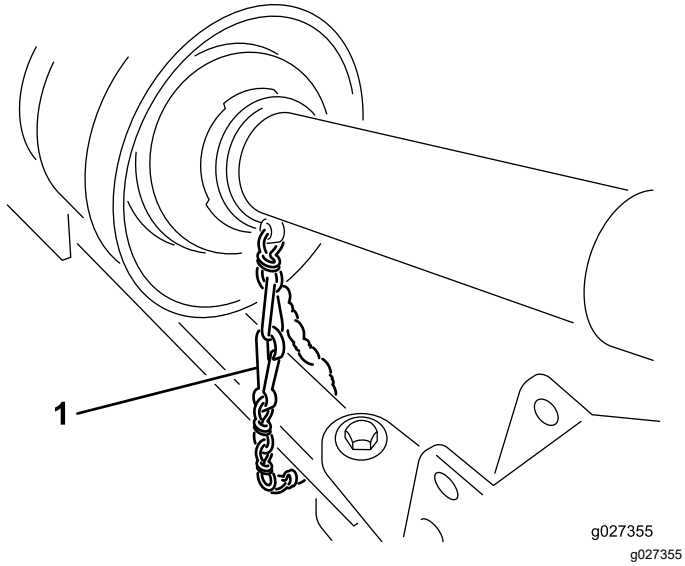

Figure 7
5. Accrochez la chaîne de sécurité de la protection au groupe de déplacement (Figure 7).